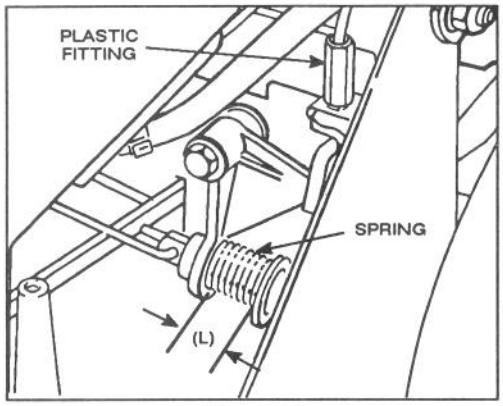

Figure 26
3. Move control bar down and lift up against handle. With control bar against handle, measure the spring length (L) at the front of the spring, as shown in Figure 26.
5. To adjust, rotate plastic fitting on blade brake cable (Fig. 26) until spring dimension is as near as possible to but not less than 1". (See following note.)